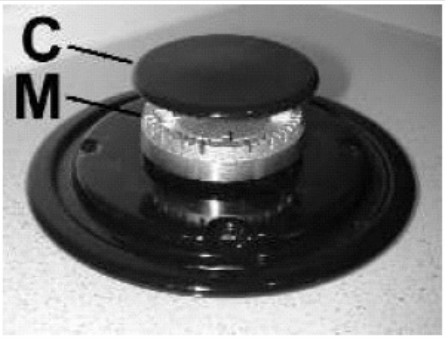
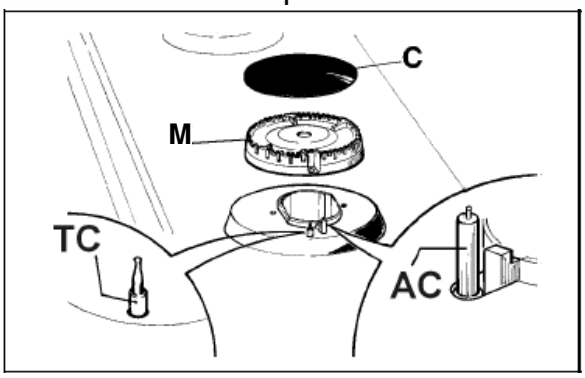

Fig. 11
Fig. 11b
The enamaled grids, enameled covers "A", "B" and "C", and burner heads "M" (see Figs. 11 and 11a) must also be washed and the ignition elements "AC" and safety cut-off sensors "TC" (see Fig. 11b) must be cleaned. Do not wash them in the dishwasher.
- Check that the holes in the burner heads "M" (Fig. 11) are not blocked by foreign bodies.
- Be sure that the enameled covers "A", "B" and "C" (Figs. 11 and 11a) are correctly positioned on the burner head. The covers are correctly positioned on the head when they are perfectly stable.